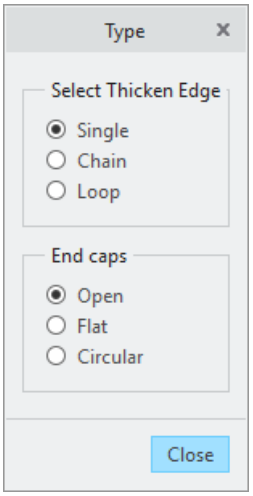
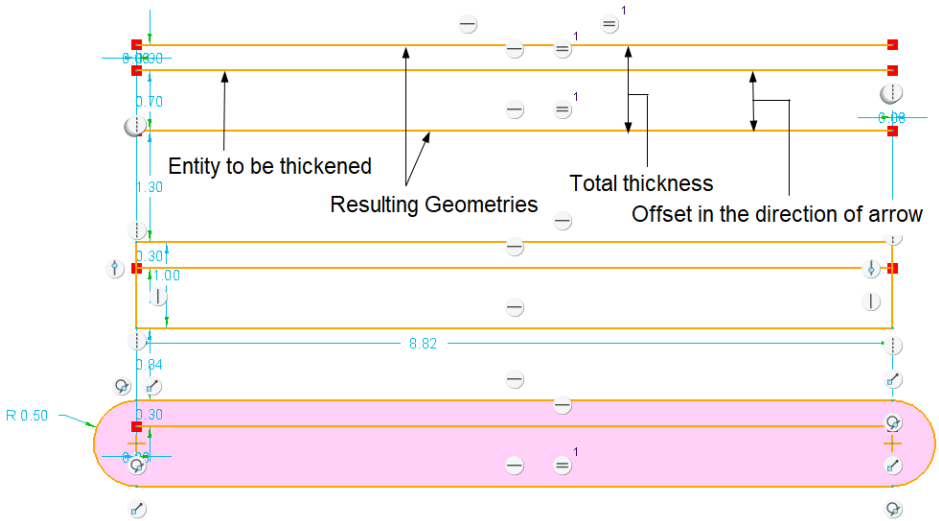

Figure 3-24 *The* ***Type*** *dialog box of the* ***Thicken*** *tool*
Figure 3-25 *Entities created using the* ***Open***, ***Flat***, *and* ***Circular*** *options of the* ***Thicken*** *tool*
1. Choose the **Thicken** tool from the **Sketching** group of the **Sketch** tab; the **Type** dialog box is displayed. By default, the **Single** radio button is selected in the **Select Thicken Edge** area and the **Open** radio button is selected in the **End caps** area of the **Type** dialog box, as shown in Figure 3-24.
3. You can create entities with flat or circular end caps by selecting the options in the **End caps** area of the **Type** dialog box, refer to Figure 3-24. To do so, choose the desired radio button from the **End caps** area of the **Type** dialog box before clicking on the entities. Next, follow the step 2 and step 3 to create geometries with flat or circular end caps, as shown in Figure 3-25.